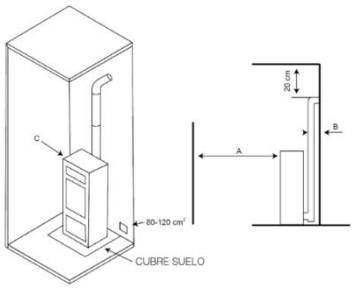

Fig. 1
- Deberemos instalar rejillas de entrada de aire de tal forma que se pueda garantizar que no sean bloqueadas. Dichas rejillas se deberán instalar tanto en la zona inferior de la instalación como en la parte superior, de tal modo que se garantice una circulación del aire y por lo tanto una constante refrigeración (Fig. 1).
Mantener alejado cualquier material inflamable o sensible al calor a una distancia mínima de seguridad de 1,5 m tanto del aparato como de los conductos de evacuación de humos (Véase las normas anti-incendio en vigor). Fig.1